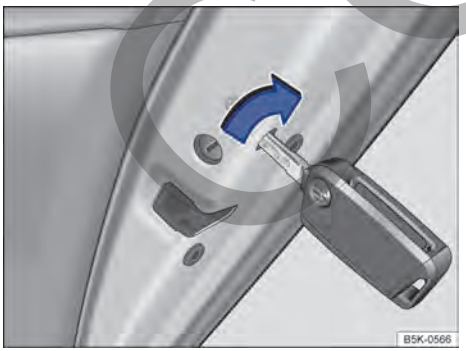

Fig. 54 Cierre de emergencia del vehículo con la llave del vehículo.
– Introducir la paleta de la llave en la ranura → fig. 54 y girarla.